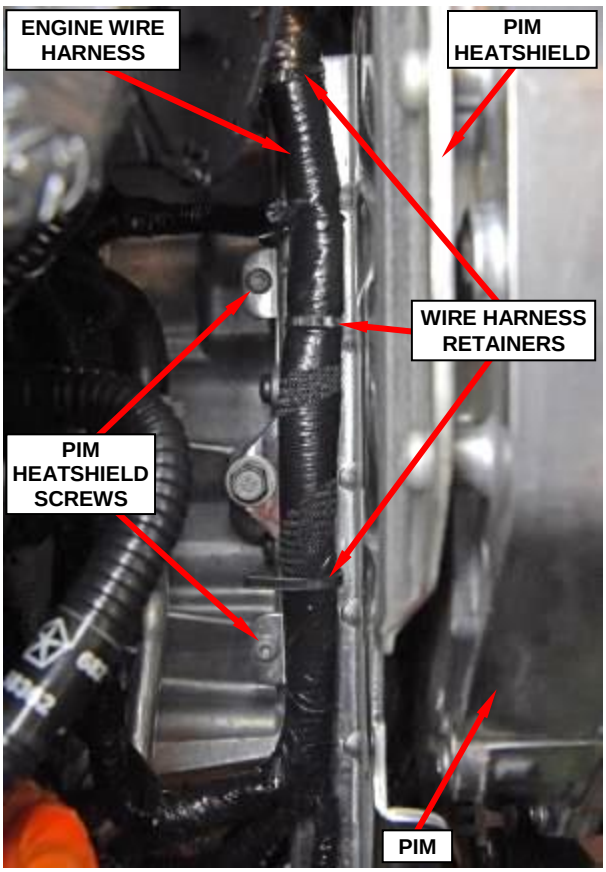

Figure 30 – Engine Wire Harness
56. Disengage the three retainers securing the engine wire harness to the PIM heatshield then reposition the engine wire harness (Figure 30).
57. Remove and save the four screws from the PIM heatshield then remove and save the PIM heatshield (Figures 30 and 31).
7. Install the PIM heatshield with four screws. Tighten the screws to 11 N·m (97 In. Lbs.) (Figures 30 and 31).
8. Position the engine wire harness and engage the three wire harness retainers to the PIM heatshield (Figure 30). **New** wire harness retainers are supplied with the PIM kit to replace any damaged retainers.